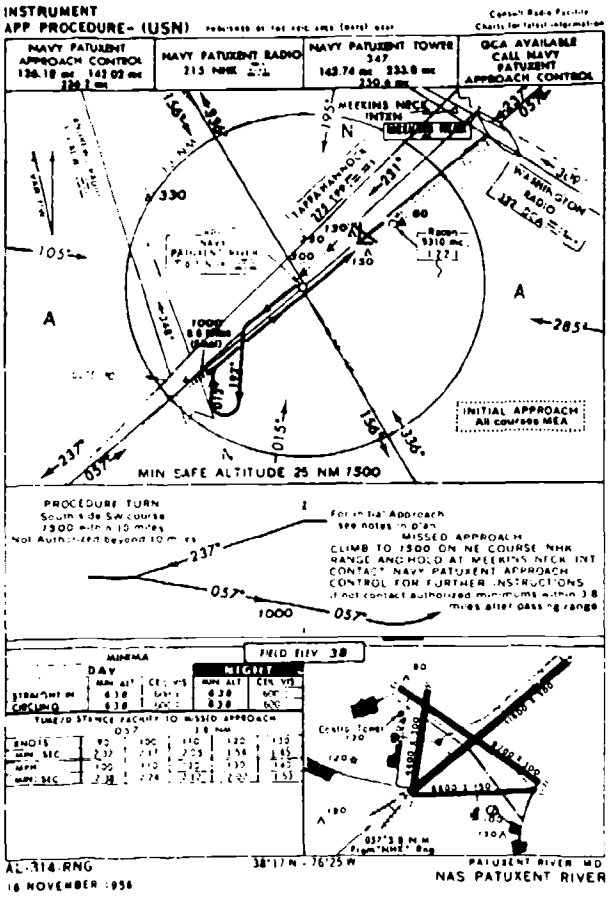

Figure 11-3. Instrument Approach Procedure Chart (Low Altitude)
1. Landplanes (*low altitude*, formerly designated *standard*) (Fig. 11-3).